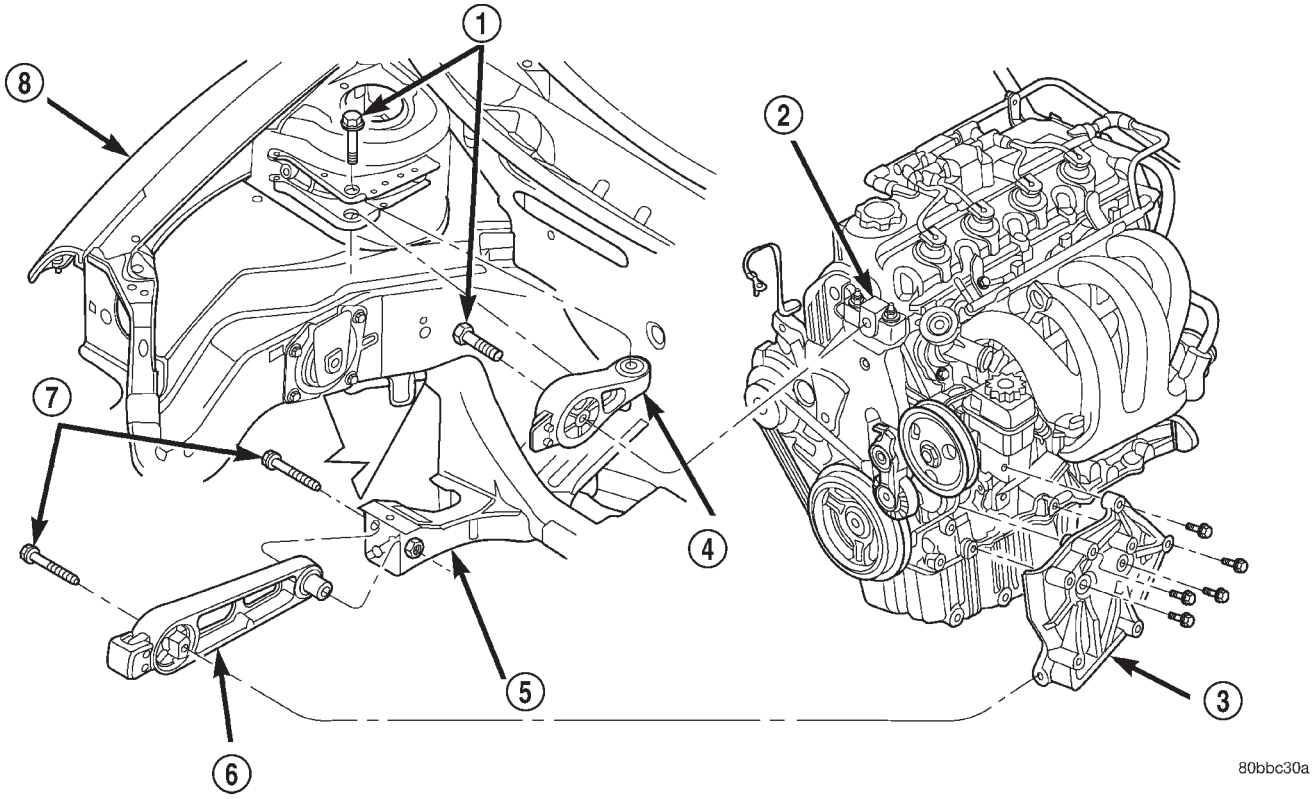

Abb. 10 Torsionsstreben—oben und unten
(1) Schrauben lösen, mit denen die Torsionsstrebe am Träger am Federbeindom und am Träger der Motoraufhängung befestigt ist (Abb. 10).
(2) Obere Torsionsstrebe abbauen.
(1) Fahrzeug auf Hebebühne anheben.
(2) Rechtes Spritzschutzschild abbauen.
(3) Schrauben lösen, mit denen die untere Torsionsstrebe am Querträger und am Träger der Torsionsstrebe befestigt ist (Abb. 10).
(4) Untere Torsionsstrebe abbauen.
(4) Bei in der vorgeschriebenen Stellung festgehaltenem Motor die Schrauben der oberen und unteren Torsionsstrebe jeweils mit einem Anzugsmoment von 118 N·m (87 ft. lbs.) festziehen (Abb. 10).
(5) Rangierwagenheber entfernen.